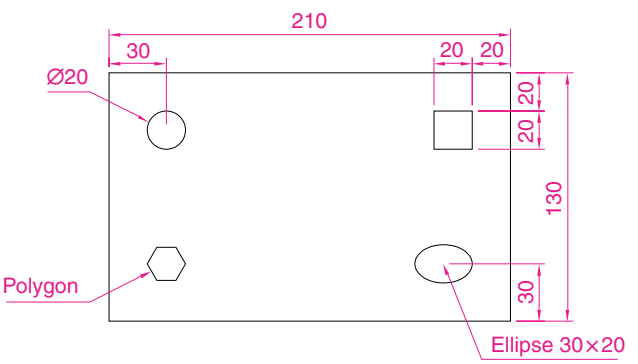

Fig. 6.15 Fourth example – dimensioned drawing
1. Construct the dimensioned drawing in Fig. 6.15.